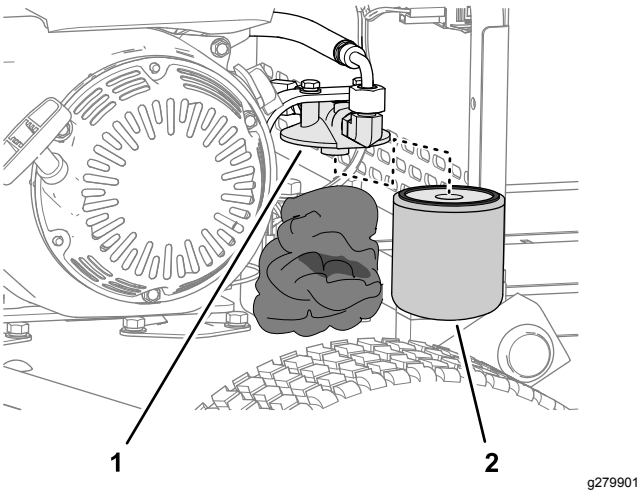

**Figuur 37**
2. Stop doeken onder het hydraulische filter (Figuur 37).
3. Verwijder het hydraulische filter voorzichtig (Figuur 37).
5. Draai het filter handmatig op de filterkop (Figuur 37) totdat de pakking contact maakt met de filterkop. Draai het filter vervolgens nog eens 3/4 slag vaster.